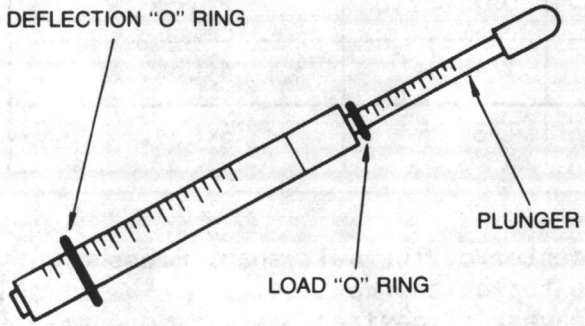

Figure 13
3. Place the large end of the gauge at the center of the belt span. Press down until the large "O" ring is even with the top of the next belt. A straightedge may be placed across the sheaves, if desired, as a reference point. See Figure 13.